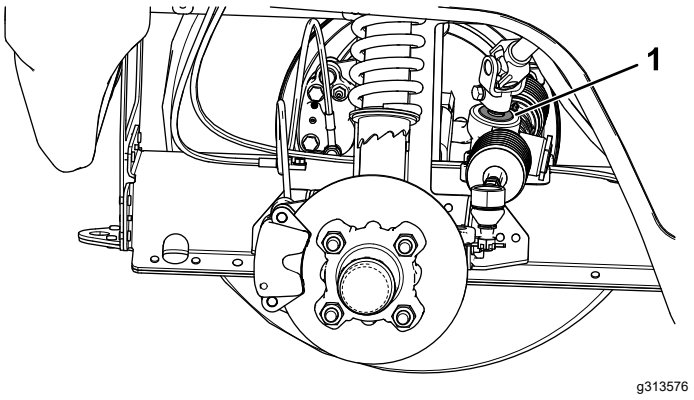

**Figuur 44**
***Belangrijk:*** **Controleer de toestand van de afdichting van de rondselas en ga na of u deze op een veilige manier kunt gebruiken (Figuur 44).**